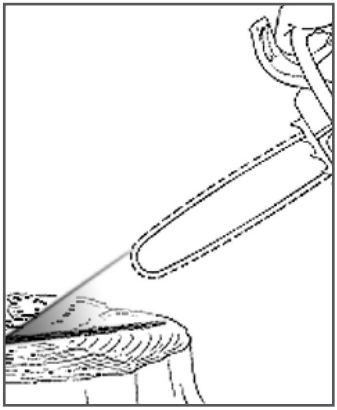

Рис. 9. Проверка смазки шины и цепи
2. Нажмите на выключатель и дайте пиле поработать примерно 10-15 секунд. Под шиной должен остаться четкий след от масла (Рис.9).